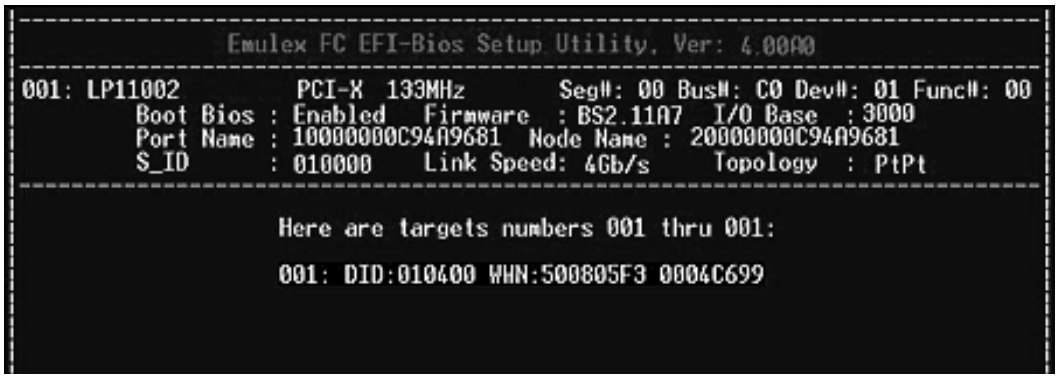

Figure 41: Target Listing screen
3. Select **1. Scan Targets** and press **<Enter>**. The system scans the adapter and shows your targets, as shown in Figure 41.